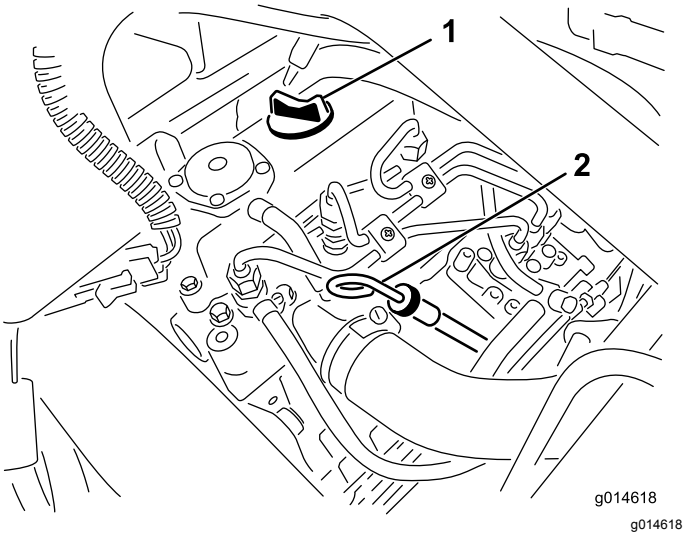

Figuur 29
2. Verwijder de peilstok en veeg deze af met een schone doek (Figuur 29).